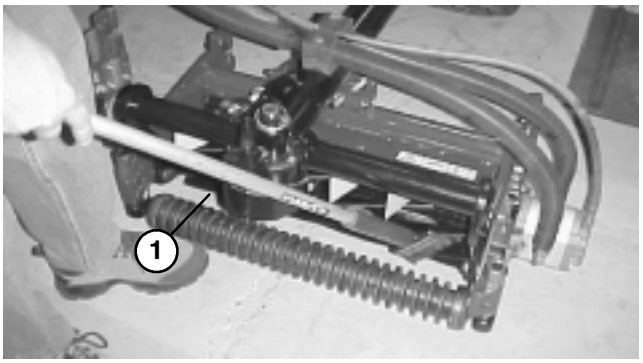

Figure 67
8. Apply lapping compound with a long handle brush (Toro Part No. 29-9100). Never use a short handled brush (Fig. 67).